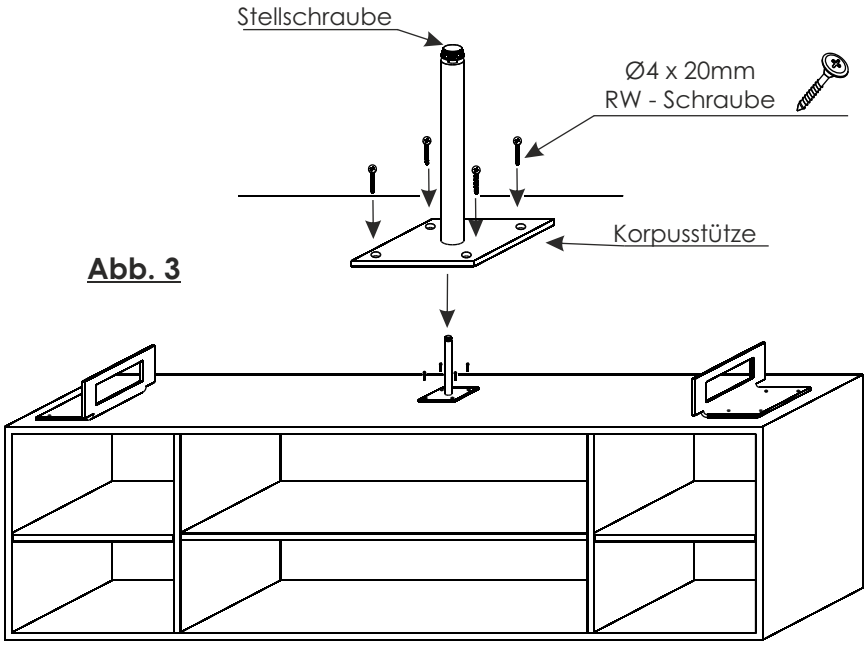

**Abb. 3**
4. Bei einigen breiten Elementen ist es notwendig, den Korpus mittig zu unterstützen. Hierzu ist in diesem Kufenelement eine Korpusstütze mit Grundplatte enthalten. Verschrauben Sie die Grundplatte mit 4 Stück Ø4x20mm RW-Schrauben. (Abb. 3)